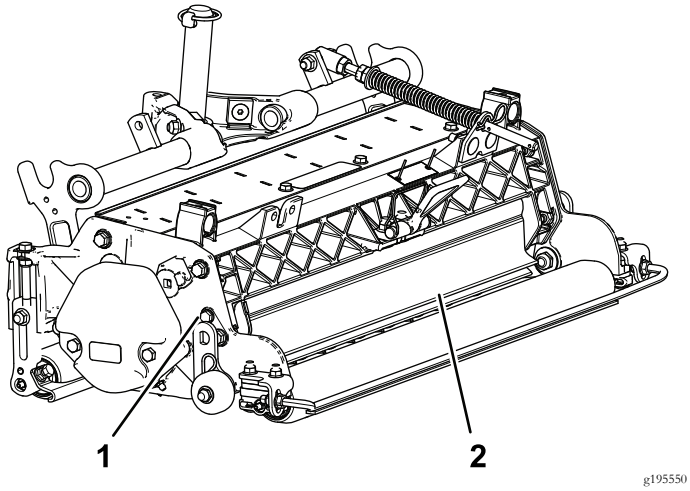

図 10
1. グラスシールドのピボットについているボルトをゆるめる図 10。
2. グラスシールドを希望する高さに調節し、ボルトを締める図 10。